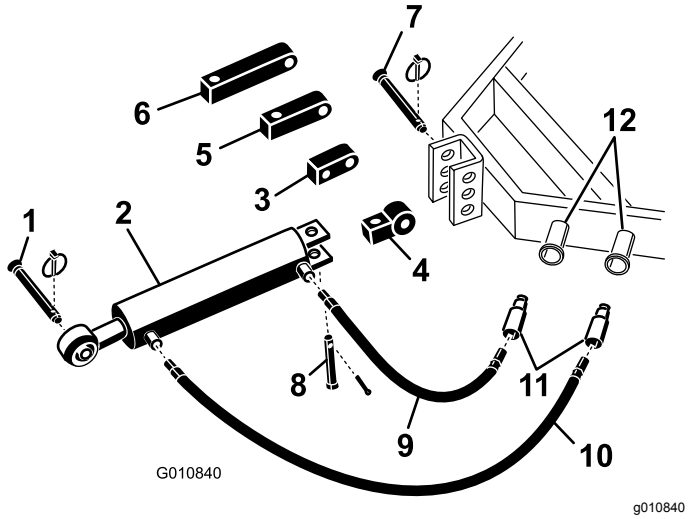

Figur 5
1. Fastgør koblingsforbindelsen til den hydrauliske topstang til traktionsenheden med de stifter, bolte og tapper, der fulgte med traktionsenheden (Figur 5).
Bemærk: Hvis du skal placere hydraulikcylinderen med hullerne vendt opad, skal du bruge rotationsbeslaget i stedet for standardmonteringsbeslaget for at flytte cylinderen (Figur 5). Du kan bruge en 90°-hydraulikfitting i stedet for rotationsbeslaget (90°-fittings medfølger ikke).
A. Fjern låseclipsen, og clipsen der fastgør standardkoblingsforbindelsen til cylinderen (Figur 5). Fjern koblingsforbindelsen fra cylinderen.
B. Monter rotationsbeslaget på cylinderen med de stifter, bolter og tapper, du fjernede tidligere (Figur 5).
2. Tilslut den 106 cm lange hydraulikslange til porten på den hydrauliske topstang, som er tættest på dybdelufteren Figur 5. Påfør rørgevindforseglingstape eller -masse på slangegevindene for at forhindre eventuelle lækager.
3. Tilslut den 76 cm lange hydraulikslange til porten på den hydrauliske topstang, der er tættest på traktionsenheden (Figur 5). Påfør rørgevindforseglingstape eller -masse på slangegevindene for at forhindre eventuelle lækager.
Hvis den hydrauliske cylinder ikke kan nå dybdelufterens monteringsbeslag, kan du bruge en forlængerklods i stedet for standardmonteringsklodsen til at tilslutte cylinderen til traktionsenheden (Figur 5).
A. Fjern låseclipsen og clipsen, der fastgør standardkoblingsforbindelsen til cylinderen (Figur 5). Fjern koblingsforbindelsen fra cylinderen.
B. Monter den nødvendige længdeforlængerklods på cylinderen med de clips, du fjernede tidligere (Figur 5).